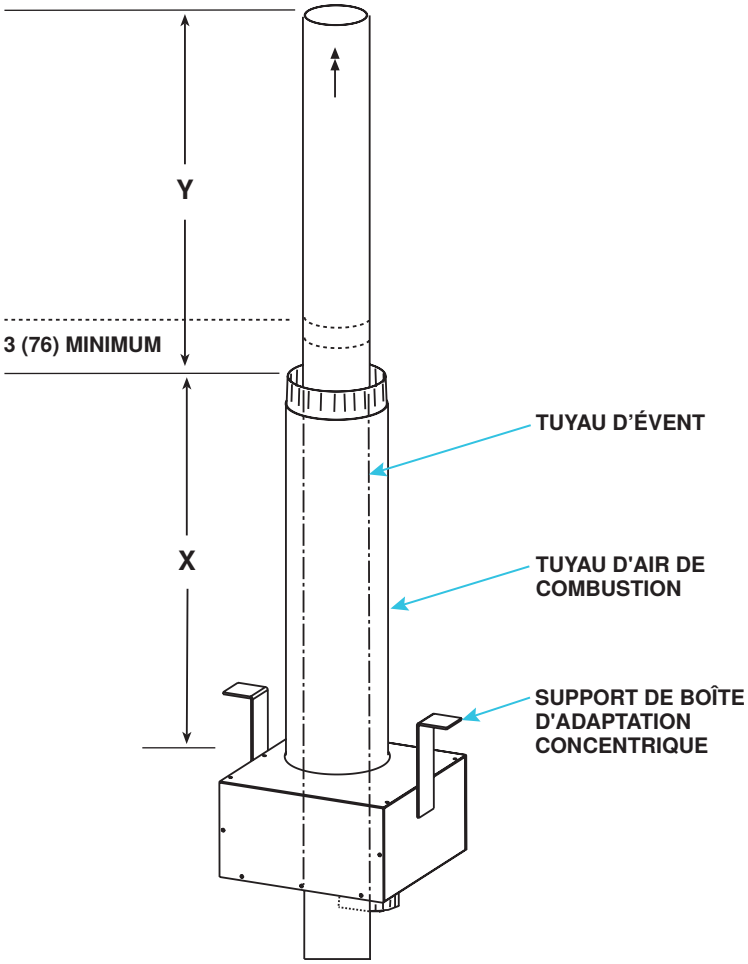

Figure 20. Installation du tuyau d'air de combustion
5. Connectez la section extérieure du tuyau d'air de combustion au boîtier adaptateur concentrique (voir **Figure 20**):
a. Reportez-vous à la **Figure 20** pour déterminer la longueur de la dimension X comme suit :
(1) Longueur du support
(2) Ajouter l'épaisseur du toit
(3) Ajouter la profondeur de neige prévue
b. La deuxième section du tuyau à double paroi (voir la dimension Y sur la **Figure 20**) peut être raccordée au besoin à la section continue du tuyau d'aération. Assurez-vous que le raccord est à au moins 3 pouces (76 mm) au-dessus du tuyau d'air de combustion et que la hauteur est d'au moins 12 pouces (305 mm)—34 pouces (864 mm) dans les climats froids où la température ambiante de conception est de −10 °F (−23 °C) ou moins.
6. Fixez le boîtier adaptateur concentrique sous le toit (voir **Figure 20**) :
a. Consultez la **Figure 20** pour établir la longueur de chaque section de conduits ainsi que la longueur totale requise. Déterminez la longueur en additionnant les exigences :
(1) En partant du bas, le tuyau d'évent peut s'étendre jusqu'à 6 pouces (152 mm) sous la boîte
(2) Plus 6 pouces (152 mm) à travers la boîte
(3) Plus la longueur des crochets au-dessus de la boîte
(4) Plus l'épaisseur du toit
(5) Plus la hauteur du tuyau d'air de combustion extérieur au-dessus du toit
(6) Plus un minimum de 3 pouces (76 mm) au-delà du haut du tuyau d'admission d'air
(7) Le total est la longueur minimale de la section du tuyau d'évent—si le morceau réel de tuyau d'évent est plus long, prolongez-le plus au-dessus du tuyau d'air de combustion—ne le prolongez pas de plus de 6 pouces (152 mm) sous la boîte